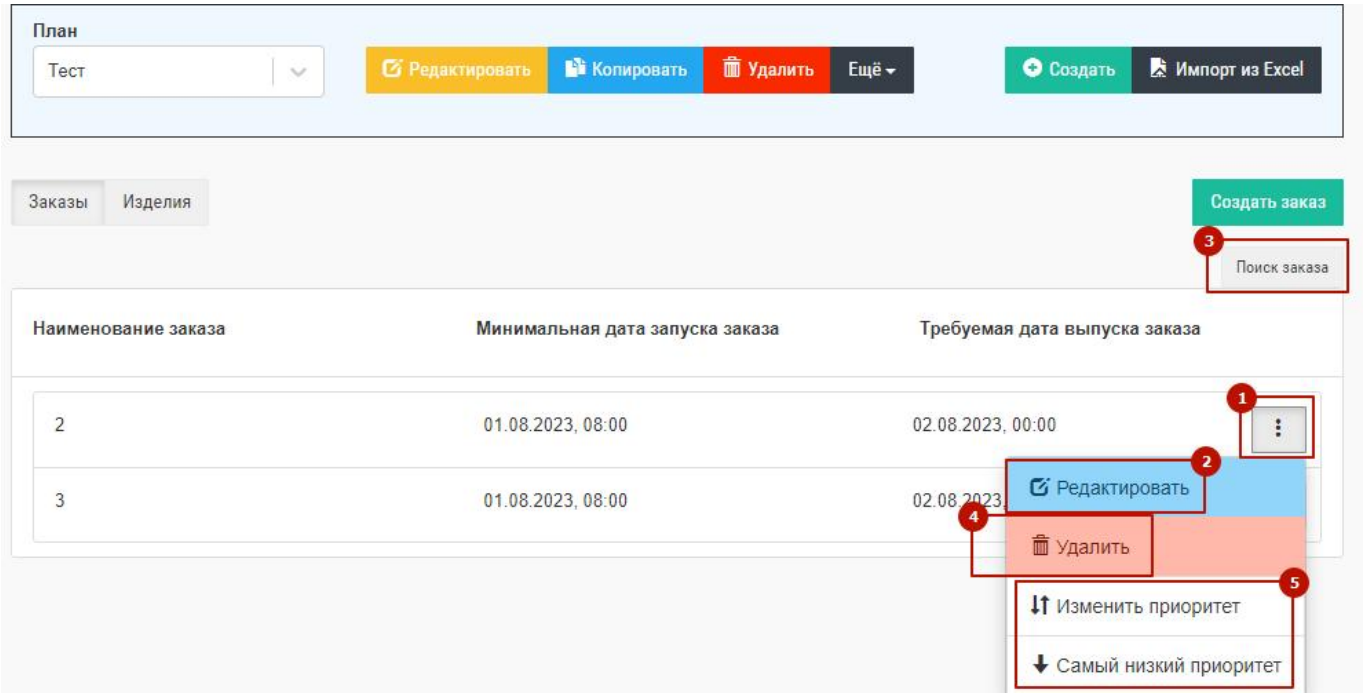

Рис. 35 – Редактирование заказа
- Редактирование заказа. Для входа в окно редактирования заказов необходимо нажать значок ⋮ а затем в появившемся меню выбрать «Редактировать» (1 + 2 на Рис. 35). Откроется окно «Редактирование заказа», пример окна показан на рисунке 36.
- Поиск заказов. Позволяет найти нужный заказ по неполному названию. Для активации поиска необходимо нажать на кнопку «Поиск» (3 на Рис. 35). Затем в появившемся поле необходимо начать набирать название. Система предложит в выпадающем списке все заказы, которые содержат набираемые символы. После нажатия клавиши «Enter» плашка с искомым заказом будет подсвечена желтым цветом.
- Удаление заказа. Позволяет полностью удалить выбранный заказ из плана. Для удаления необходимо нажать значок ⋮ а затем в появившемся меню выбрать пункт «Удалить» (1 + 4 на Рис. 35).
- Изменение приоритета заказа. Позволяет изменить приоритет выбранного заказа из плана. Возможно два варианта действий: изменение приоритета и установка самого низкого приоритета. Нужно нажать значок ⋮ а затем в появившемся меню выбрать нужный пункт (1 + 5 на Рис. 35).